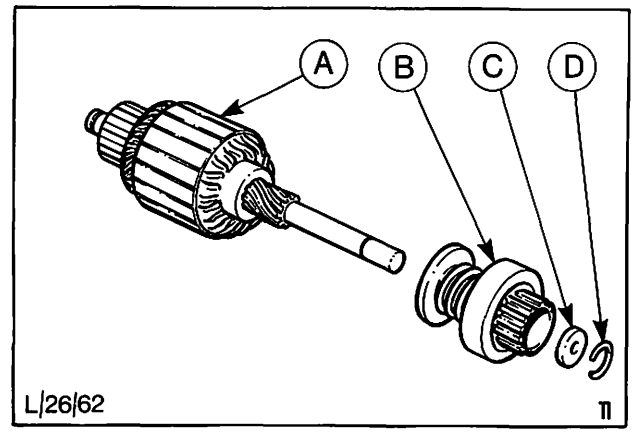

Abb. 66 A = Anker
b) Abb. 66 und 67 zeigen den Anker und zwei Ausführungen von Ritzelantrieb und Freilaufanschlag.